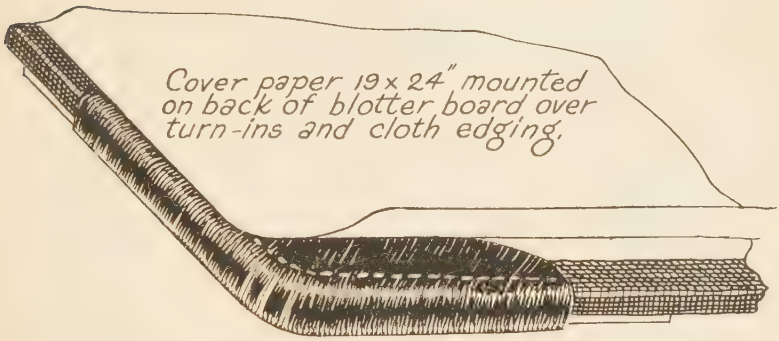

FIG. 130—UNDER SIDE OF BLOTTER BASEBOARD SHOWING METHOD OF AFFIXING LINING PAPER TO BOARD OVER CORNER TURN-INS
6. Using the remaining sheet of cover paper cut this exactly 19″ x 24″ and mount solidly *with glue* to the uncovered side of the blotter board *over* the leather turn-ins and cloth edging. (Fig. 130.)